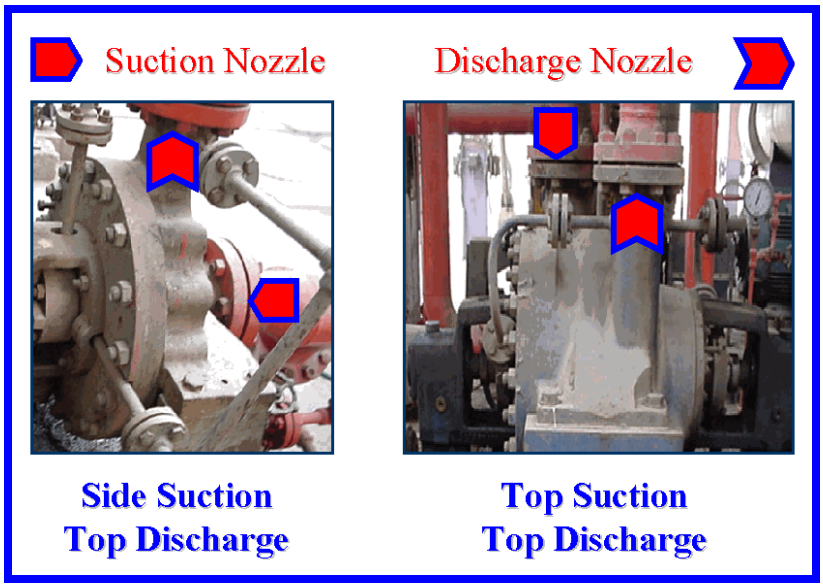

Figure B.05: Suction and Discharge Nozzle Locations
1. *End suction/Top discharge* **(Figure B.05)** - The suction nozzle is located at the end of, and concentric to, the shaft while the discharge nozzle is located at the top of the case perpendicular to the shaft. This pump is always of an overhung type and typically has lower NPSHr because the liquid feeds directly into the impeller eye.
2. *Top suction Top discharge nozzle* **(Figure B.05)** -The suction and discharge nozzles are located at the top of the case perpendicular to the shaft. This pump can either be an overhung type or between-bearing type but is always a radially split case pump.